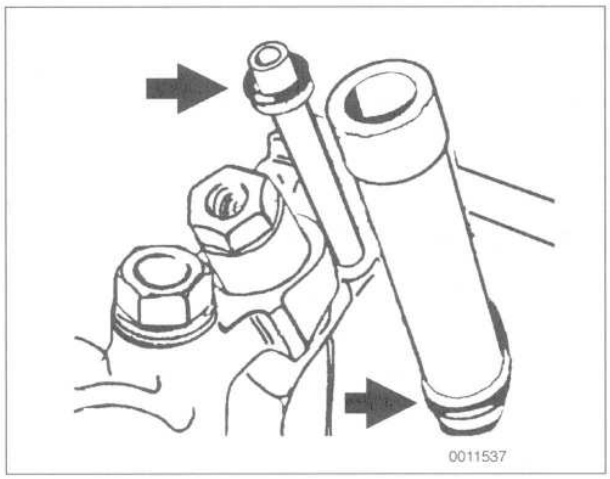

Fig. 11. Oil pipes on M60 engine. Inspect O-rings (**arrows**) and replace as necessary.
4. On M60 engines, remove the two oil pipes from the engine block. Inspect the O-rings on the pipes and replace if crushed or deformed. See Fig. 11.